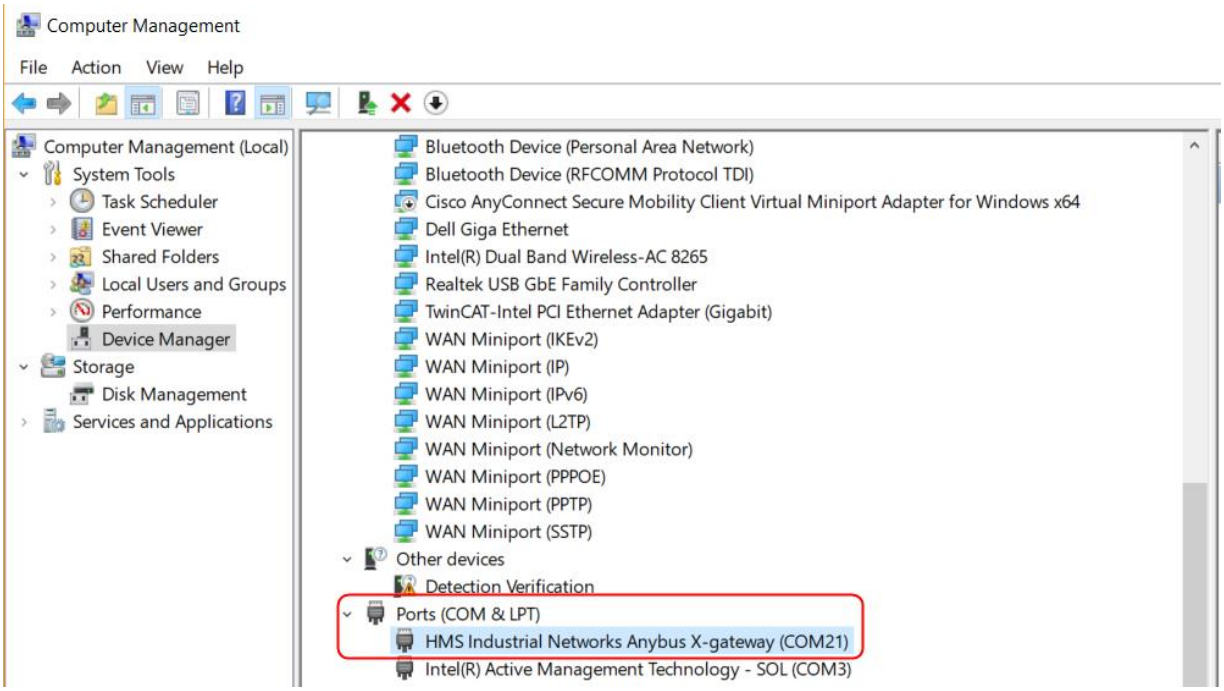

图 2-2 查看端口号
1. 查看 USB 连接线端口号：在我的电脑中查看 PC 与网关连接的 USB 下载线的端口号，如图 2-2 所示，端口号是 COM21。